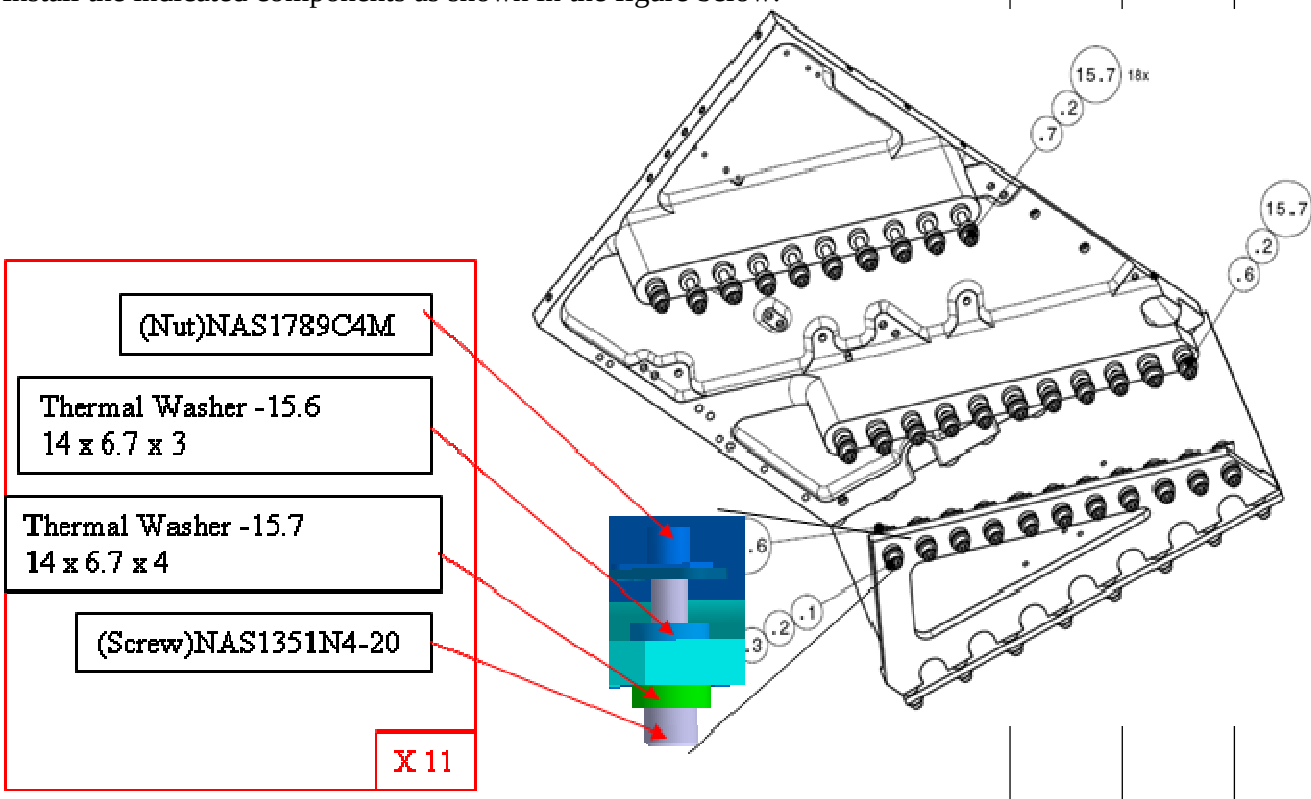

Figure 4: Connection side plate to USS
4.19 Install the fasteners as per figure 4 and record fasteners lot number (write by hand)